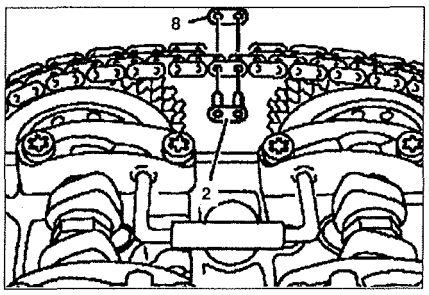

Рис. 2.20. Вставьте новое соединительное звено 2 с новой промежуточной пластиной 8.
10. Установите цепь на шкивы распределительных валов и вставьте новое соединительное звено **2** с новой промежуточной пластиной **8** (см.рис.2.20).